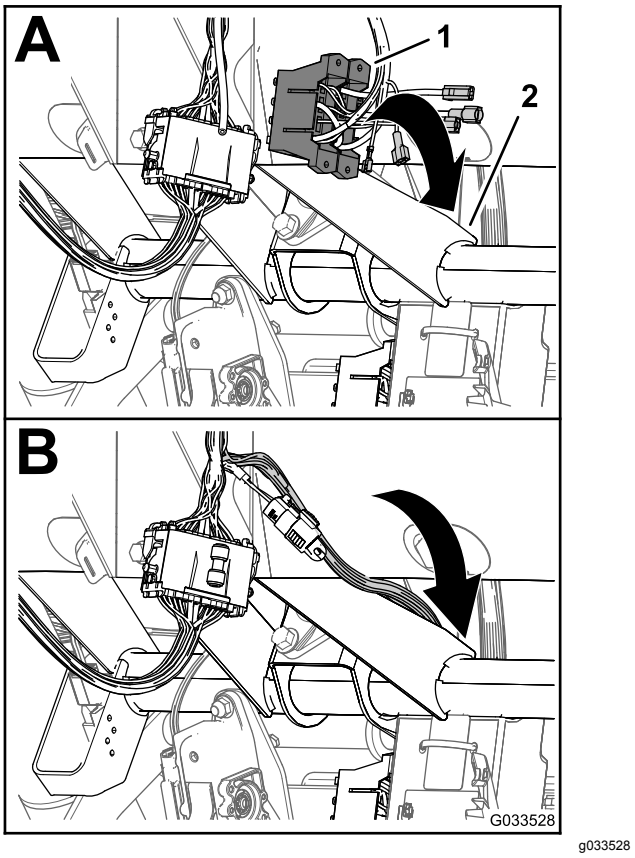

Figur 24
1. Ved sprøjtens kontrolkonsol skal grenen af det forreste ledningsnet med sikringsblokkene føres mellem bunden af instrumentpanelet og maskinstellets krydsrør og ned mod den forreste side af maskinens sikringsblok. (Figur 24).